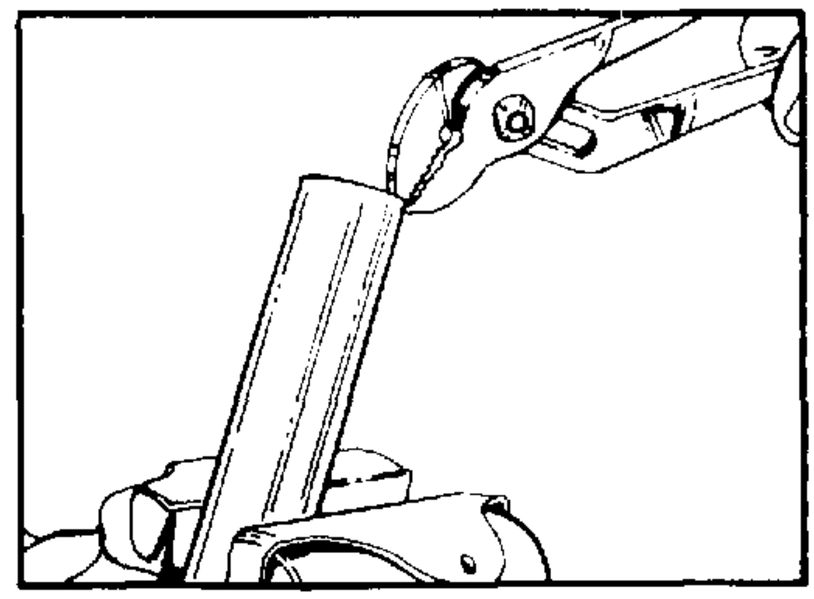

FIGURE 40.
49. The jacket tube has been pressed into and welded to the upper cover plate support tube such that the retainer plate (36) is flush with the upper cover plate surface when seated against the jacket tube. Any signs of looseness or movement of jacket tube in the upper cover support tube will require replacement of upper cover and jacket assembly (37), retainer plate (36) and bushing (38) as a set. A loose or worn input shaft/wheel tube bushing (38) in the upper cover and jacket assembly can be serviced separately.
remove worn bushing 50. If the bushing (38) is to be replaced, place the upper cover and jacket tube assembly (37) in a vise with the vise jaws clamping firmly on the jacket tube without deforming the jacket tube. Using an appropriate type of pliers, "uncrimp" or relieve the two crimped areas on the bushing end of the jacket tube. Remove the bushing using a bearing or seal type puller and discard the bushing. Set the upper cover and jacket tube aside to await reassembly. See figures 40 and 41.